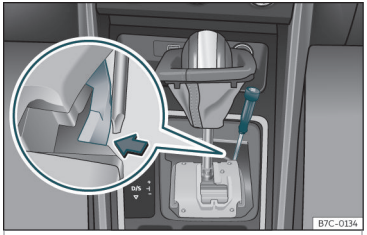

Fig. 203 Palanca selectora: desbloqueo de emergencia en la posición de aparcamiento.
- Con ayuda de la parte plana de un destornillador, presione lateralmente la pestaña amarilla y manténgala presionada ››› **fig. 203** .